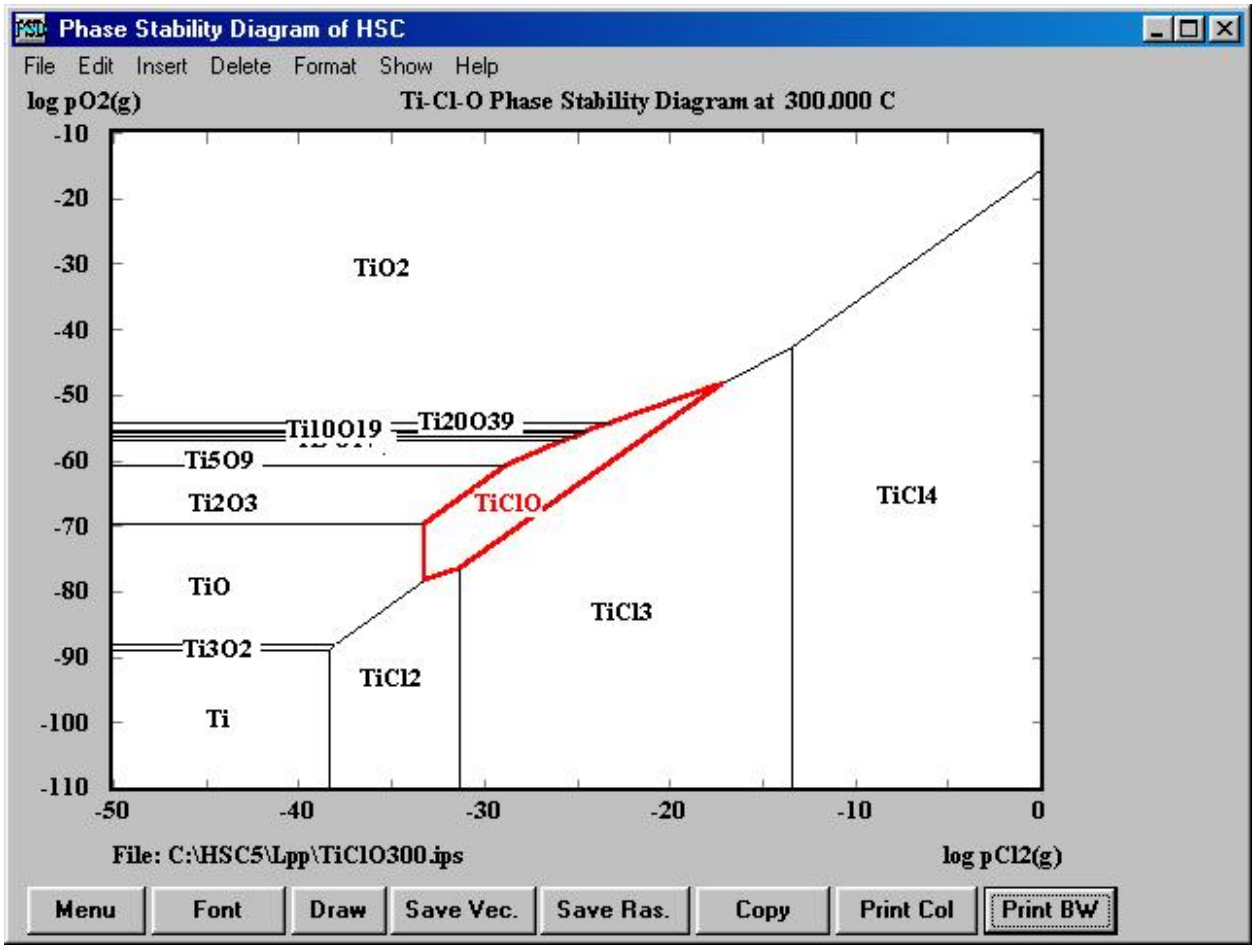

Fig. 6. Phase Stability Diagram of the Ti - Cl - O - system at 300 C.
3. You can edit the text in the labels by simply clicking the text using the mouse and typing the new text. You can edit the format of the labels and lines by double-clicking the label, see Fig. 6.